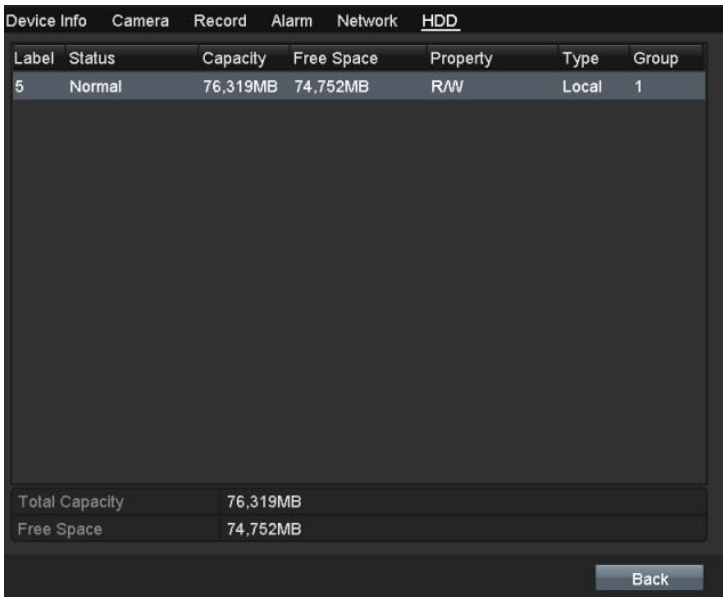

Figure 12. 21 View HDD Status (2)
2. Click the **HDD** tab to view the status of each HDD displayed on the list, as shown in Figure 12. 21.